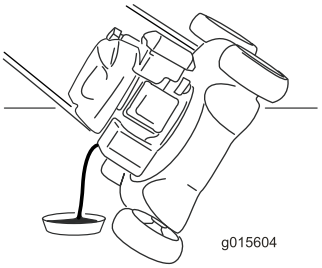

Figur 26
5. Tip maskinen over på siden med målepinden nedad, så den brugte olie kan løbe ud gennem oliepåfyldningsrøret (Figur 26).